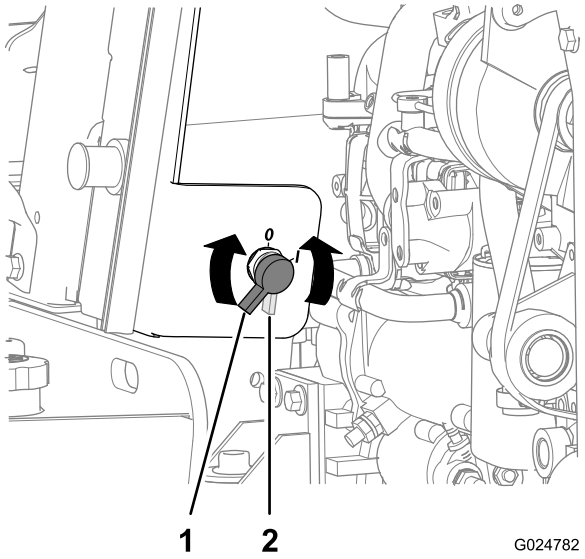

Figura 79
2. Conecte el cable positivo del cargador de la batería al borne positivo de la batería (Figura 79).
2. Gire el interruptor de desconexión de la batería en sentido antihorario a la posición de Apagado (Figura 79).
8. Gire el interruptor de desconexión de la batería en sentido horario a la posición de Encendido (Figura 79).